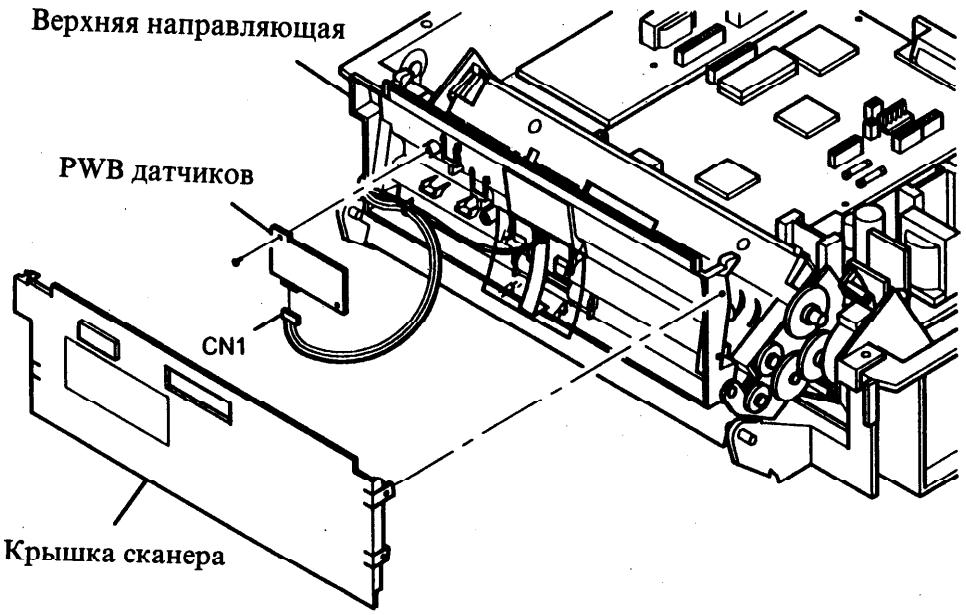

Рисунок 1 Снятие PWB датчиков
3. Снимите PWB датчиков (рис. 1).